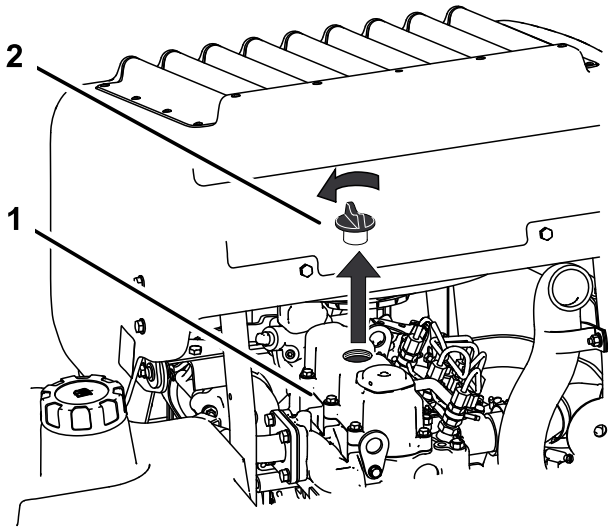

**Figuur 33**
6. Verwijder de vuldop op de bovenkant van de motor (Figuur 33). Hierdoor kan de olie makkelijker weglopen.
2. Verwijder de vuldop en de peilstok (Figuur 33).